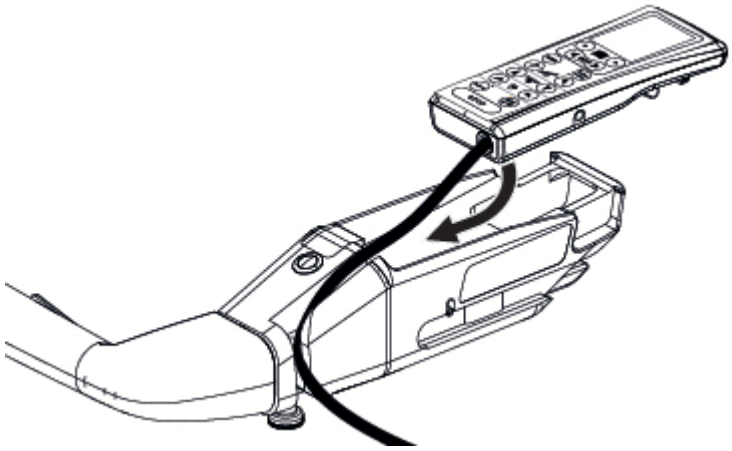

Figure 7-11. Install Main Hand Control
1. Feed the connection cable through the groove in the motorized transfer handle. See *Figure 7-11*.